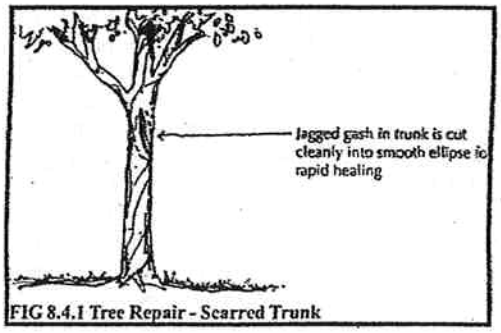

FIG 8.4.1 Tree Repair - Scarred Trunk
8.4.1 Tree trunks scarred during the construction process shall be treated immediately. The scarred area must be properly cleaned. Any and all torn bark and/or ragged edges shall be cut cleanly away, and the wound shall be shaped into an ellipse where possible). (See Figure 8.4.1.)